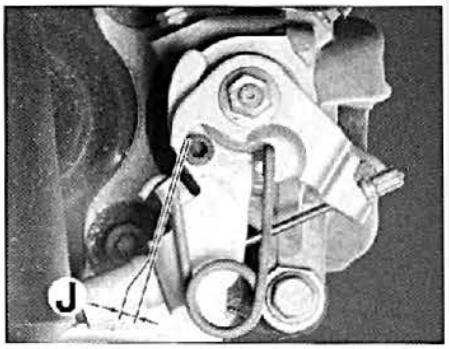

FIG. 17
• Medir, con un juego de galgas, el desprendimiento "J" de la palanca con relación a su tope (el desprendimiento debe ser inferior a 1,5 mm y superior a 0,05 mm) **(fig. 17).**